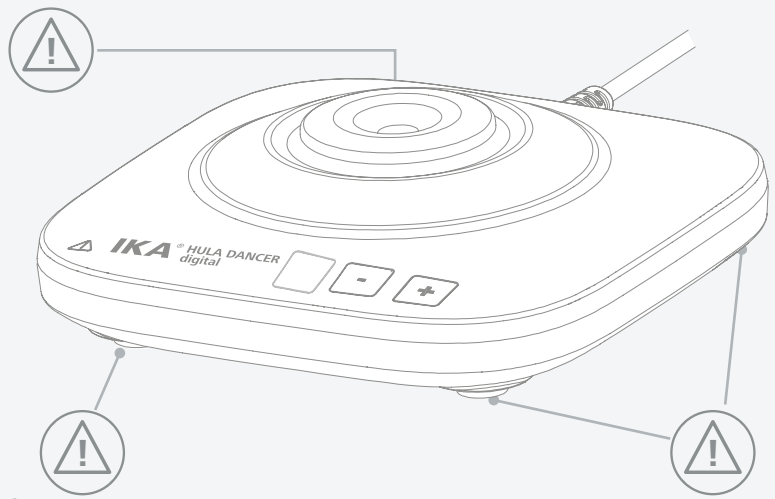

Fig. 1
- Обратите внимание на опасные части прибора, указанные на Fig. 1.